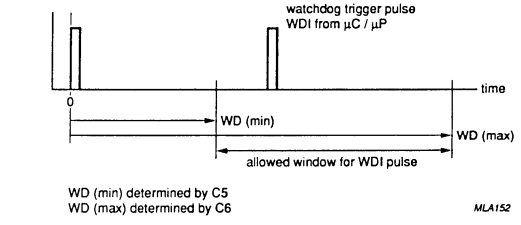

Fig.6 Watchdog timing window.
The watchdog input pulse (WDI) from the µC/µP must be received within a time window determined by external capacitors C5 and C6. When this is not achieved the watchdog output stage generates a $\overline{WRO}$/WRO pulse with fixed width of 40 µs. Each rising edge at WDI restarts the timing cycle (see Figs 6 and 19). To operate, this watchdog function must first be switched on by the enable input (EN).